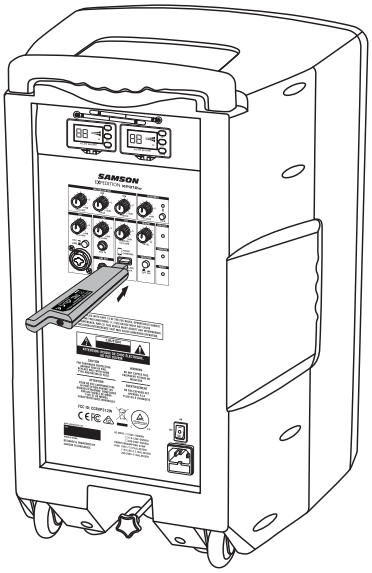
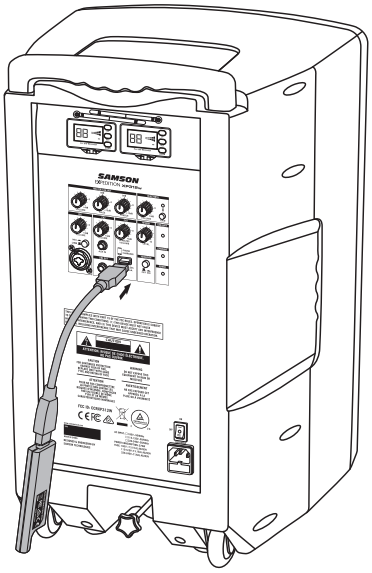

Figure 1
Figure 2
1. Branchez le récepteur USB RXD2 dans l'une des prises USB au dos du XP312w directement (figure 1) ou en utilisant le câble d'extension USB fourni (figure 2).